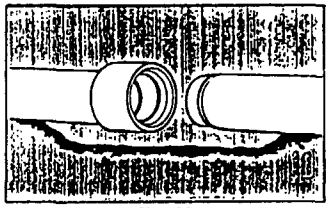

Fig. 11
3. Align the ends of each pipe, then separate about two feet (for UNbelled pipe) to allow for assembly. On PREbelled pipe, align pipe end with coupled end. (Figure 11) IMPORTANT: Where applicable, make sure CERTA-SPACER band is flush against first shoulder of unbelled end of pipe.